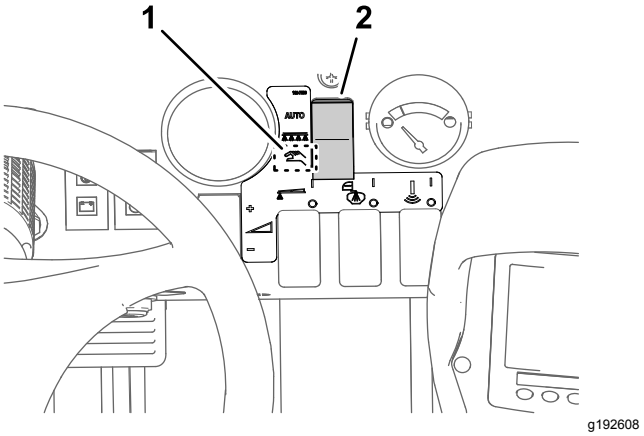

Figur 38
2. Ange manuellt läge med hjälp av sprutlägesknappen (Figur 38).